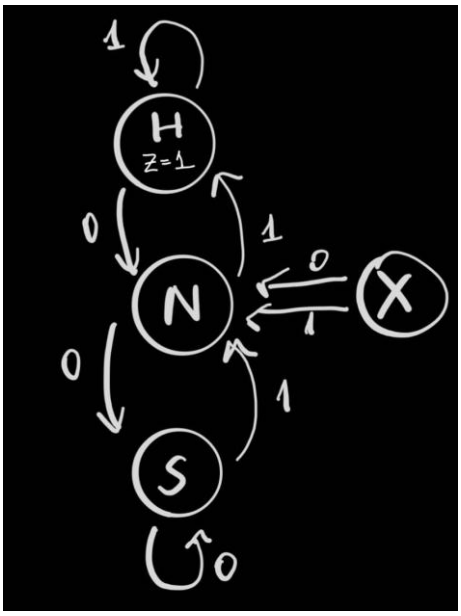

Figure 1: State transition diagram
The FSM designed in this lab has three main states representing emotions: Happy (11), Neutral (01), and Sad (00). An additional unused state (10) was included to ensure that if the system accidentally enters an invalid state (due to noise or glitches), it will safely recover to Neutral. State transitions are as shown in state transition diagram (Figure 1) and in state transition and output table (Table 1).